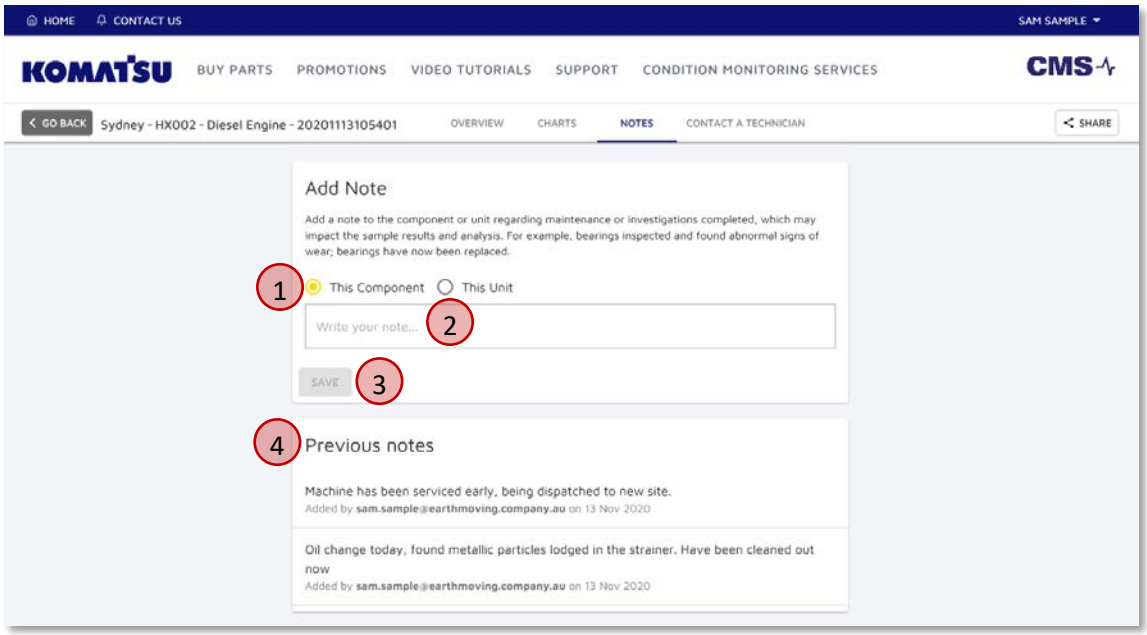

Figure 3.19 Sample Details - Add and View Notes
To add a note, we need to decide if this is a note to do with the individual component, or to the unit. If we select **This Component** (① in Figure 3.19), the note will only be shown on samples relating to this component (in the case of Figure 3.19, the Diesel Engine of this machine). If we select **This Unit**, the note will be viewable against all components of this machine.
Once we select the scope of the note, we can then enter our note as text into the text box (② in Figure 3.19), and then click the **save** button (③ in Figure 3.19).
The note will then be displayed below, in the **Previous Notes** section (④ in Figure 3.19), along with any other applicable notes. The date and user that added the note is also displayed here as well.